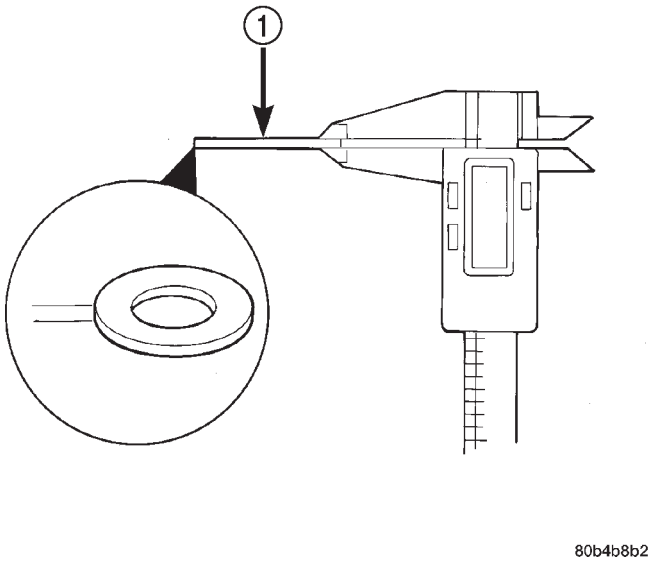

Fig. 23 Measuring Injector Sealing Washer (Shim)
(3) The bottom of fuel injector is sealed to cylinder head bore with a copper sealing washer (shim) of a certain thickness. A new shim with correct thickness must always be re-installed after removing injector. Measure thickness of injector shim (Fig. 23). **Shim Thickness: 1.5 mm (.060”)**